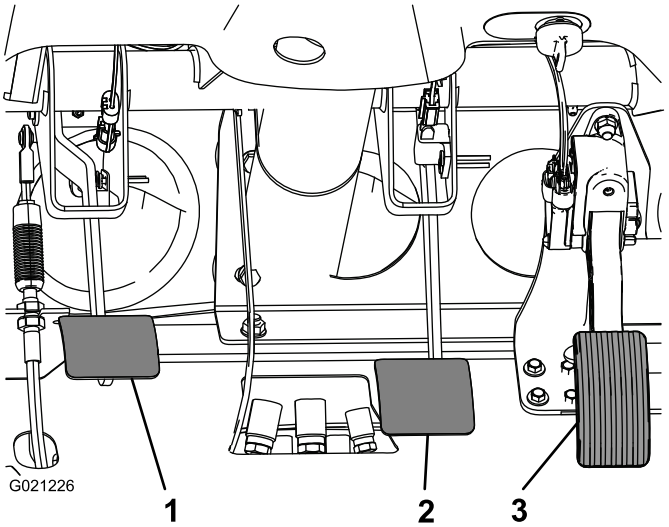

Figur 63
2. Lätta på bromspedalen (Figur 63) tills den vidrör ramen.
3. Lossa låsmuttrarna som håller oket till huvudcylinderaxeln (Figur 63).